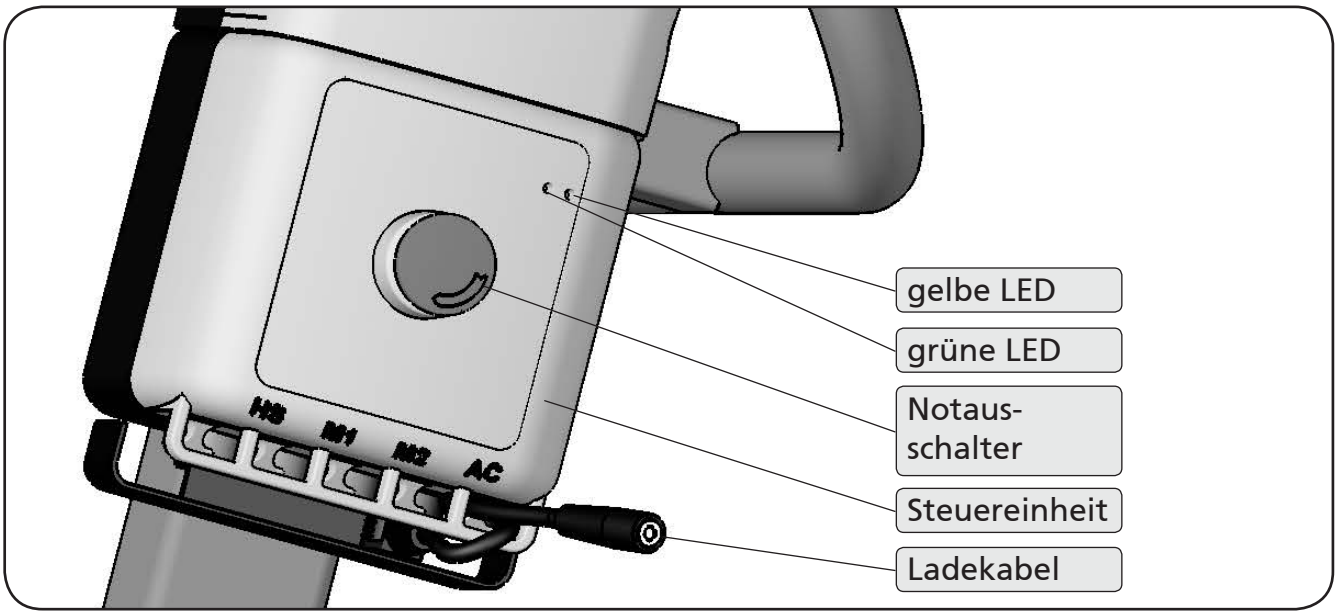

Abbildung 27
3. Entriegeln Sie den Notausschalter (Abbildung 27), falls er gedrückt ist, durch Verdrehen im Uhrzeigersinn.